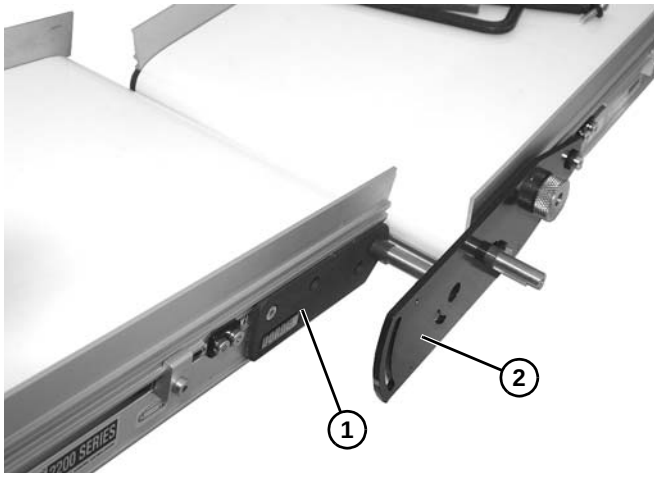

Figure 18
5. Installer l'extrémité de tension du convoyeur **(Figure 18, élément 1)** sur la plaque d'entraînement esclave **(Figure 18, élément 2)**.